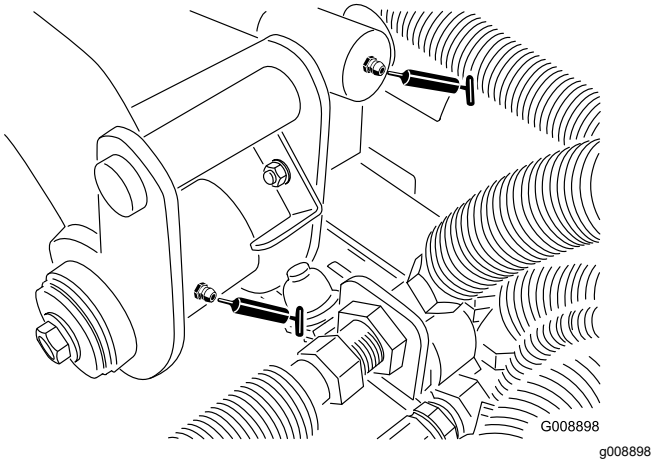

Figur 35
- Bakre løftearmstapp og løftesylindere (2) (Figur 35)